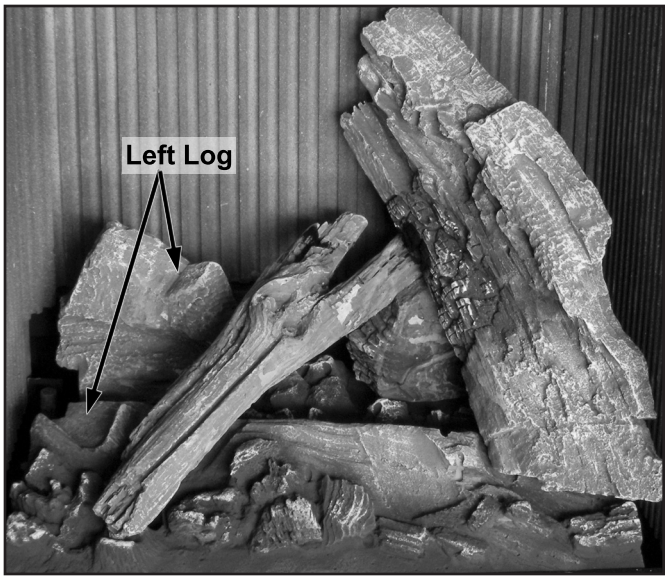

Figure 53: Log Placement of Left Log.
5. Place the bottom of the Left Log in the ledge at the front left of the burner and rest the middle of the log against the Left Rear Log Chunk as shown in Figure 53 and 54.